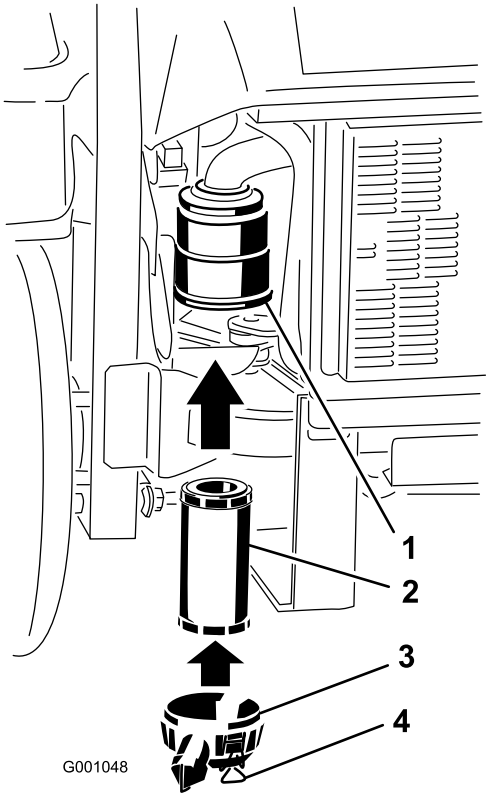

Figura 31
2. Introduzca el filtro con cuidado en la carcasa del limpiador de aire (Figura 31). Asegúrese de que está bien asentado empujando sobre el borde exterior del filtro mientras lo instala.
3. Instale la tapa del limpiador de aire y fije los cierres (Figura 31).